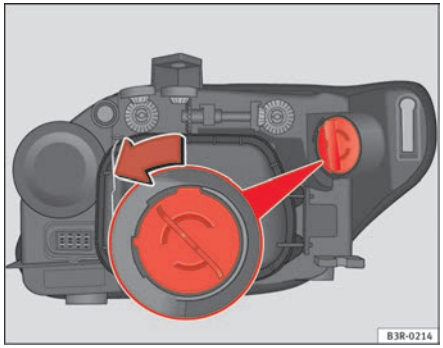

Fig. 213 DRL light (day light)
- Turn the bulb holder anti-clockwise, pulling it by the grip ⇒ fig. 213 and removing the bulb holder and the bulb.